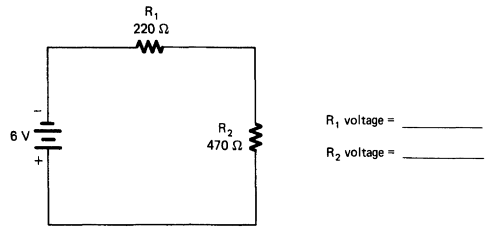

FIGURE 2-2H
13. Construct the circuit of Fig. 2-2H. Measure and record the voltage drops across R_1 and R_2.